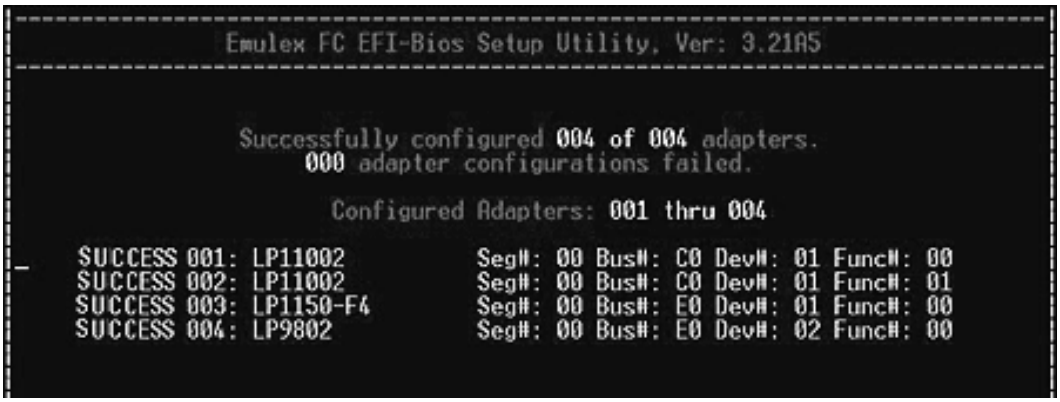

Figure 55: Successful Batch Configuration screen
5. Press **<P>** to configure the selected adapters. If the adapters are configured successfully, a screen similar to Figure 55 is displayed.
5. Press **<P>** to configure the selected adapters. If the adapters are configured successfully, the screen shown in Figure 55 is displayed.